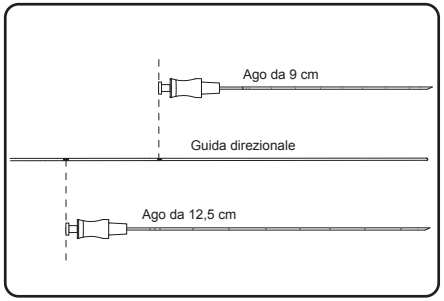

Figura 8. Inserimento della guida direzionale fino all'allineamento dell'indicatore di profondità appropriato con il cono dell'ago foraminale
3. Inserire la guida direzionale nell'ago inserito nel forame, allineando l'indicatore di profondità appropriato sulla guida direzionale con l'estremità superiore dell'ago (**Figura 8**).